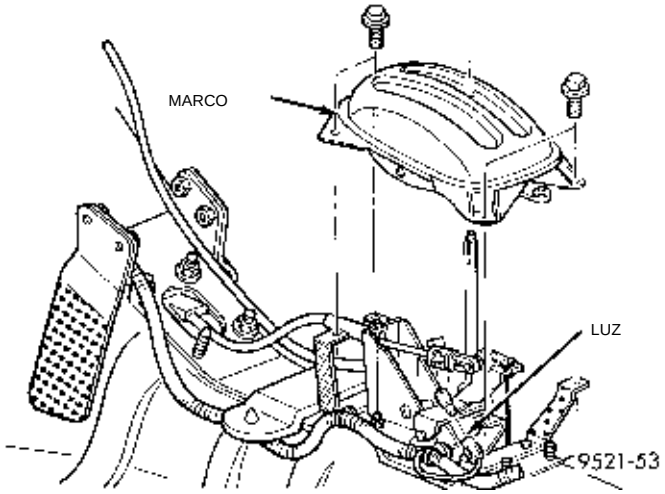

Fig. 208 Marco del indicador de cambio
(4) Retire los tornillos que retienen el marco del indicador del cambio de marchas y retire el marco y la luz indicadora (Fig. 208).